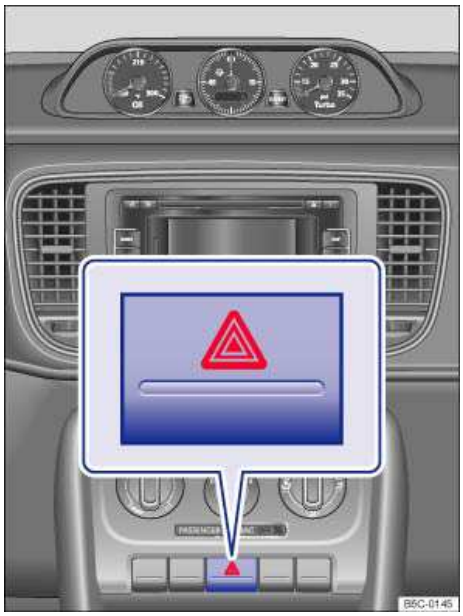

Fig. 154 In the center of the instrument panel: Button for the emergency flashers.
2. Switch on emergency flashers by pressing the button ⇒ fig. 154.